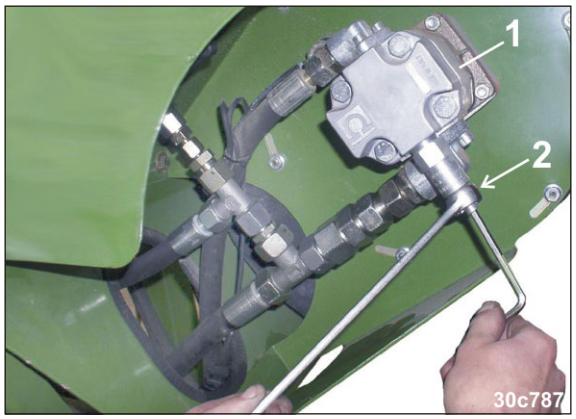
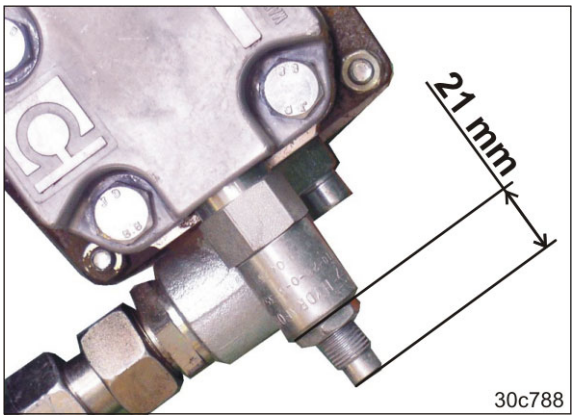

Fig. 144
Fig. 145
1. Die Kontermutter (Fig. 144/2) lösen.
2. Das Druckbegrenzungsventil (Fig. 144/1) auf das werkseitig eingestellte Maß „21 mm“ (Fig. 145) einstellen.
2.1 Die Schraube mit dem Innensechskant-Schlüssel (Fig. 144/3) entsprechend verdrehen.
4. Die Kontermutter (Fig. 144/2) festziehen.
2. Die Soll-Gebläse-Drehzahl mit dem Innensechskant-Schlüssel (Fig. 144/3) am Druckbegrenzungsventil einstellen.
Das Maß „21 mm“ (Fig. 145) nicht unterschreiten!
3. Die Kontermutter (Fig. 144/2) festziehen.